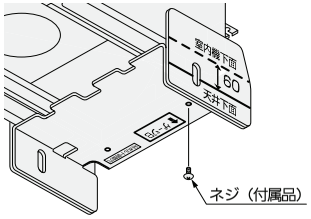

図6
ゲージは矢印を外向きにして、●印部へ穴を開けて付属 M5 ネジ（各 2 本）で取り付けます。（図 6）
②ゲージで室内ユニット本体の高さ調節もできます。吊ボルト調節穴より吊ボルトナットを上下させて、ゲージの天井下面を天井面に合せると室内ユニットの高さ調節ができます。（この時、吊ボルトの上ナットはフリーの状態にする必要があります）（図 6）